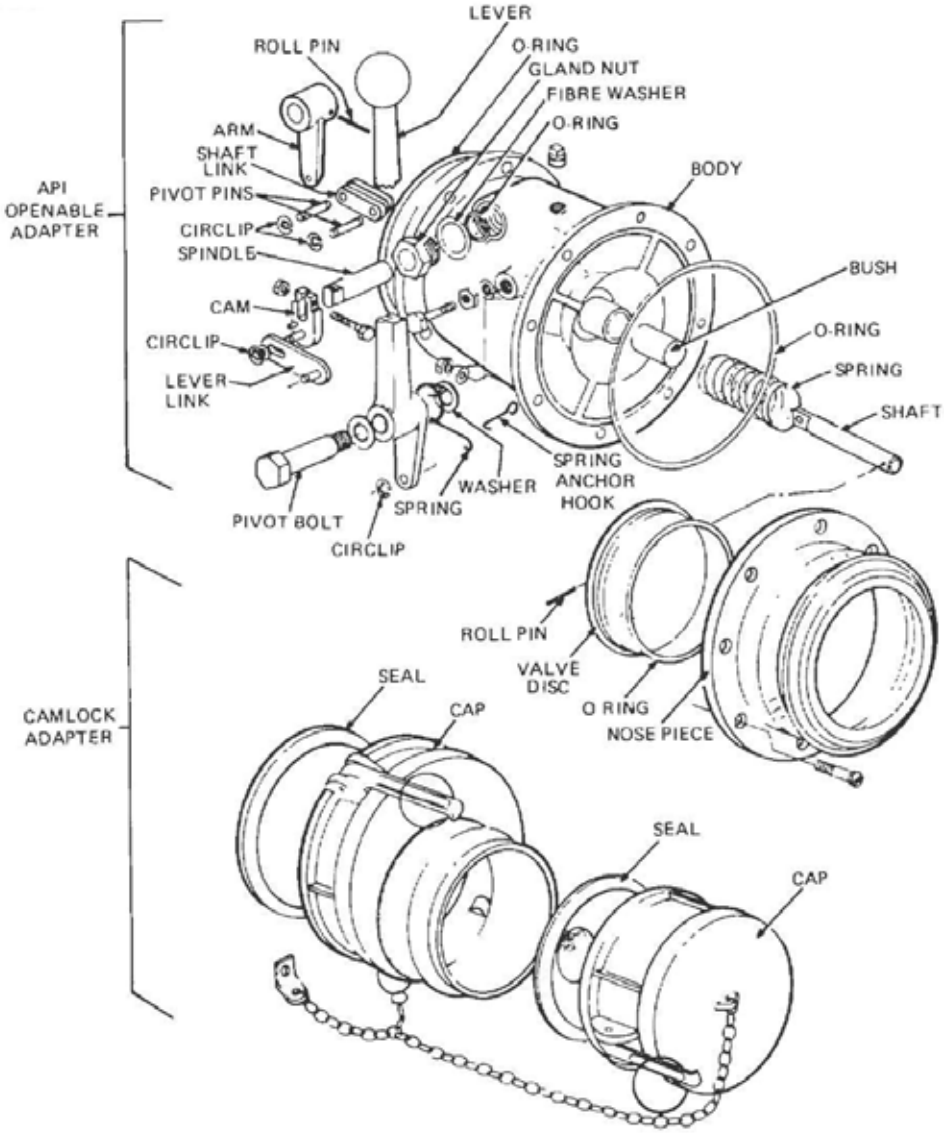

Figure 26 API Openable Adapter – Exploded View
b. Remove the screws, nuts and washers securing the nose piece to the openable adapter and remove the nose piece (Figure 26).